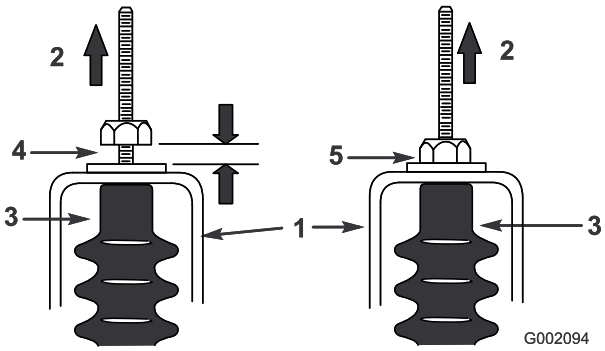

Rysunek 60
5. Pociągnij każdą z linek zmiany biegów i upewnij się, że między nakrętką/podkładką a wspornikiem biegu neutralnego występuje odstęp równy 0,76–1,52 mm (Rysunek 60).